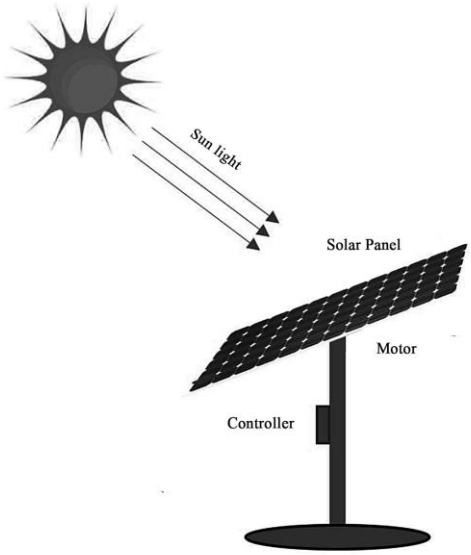

Figure 1
installations, which remain in a static position, solar tracking systems dynamically adjust the orientation of solar components to maximise exposure to sunlight, as shown in Figure 1.
4. Design the Simulink model to control the motion of the solar panel as discussed in Figure 1, referring to equation (1). Follow the instructions below when designing the model.